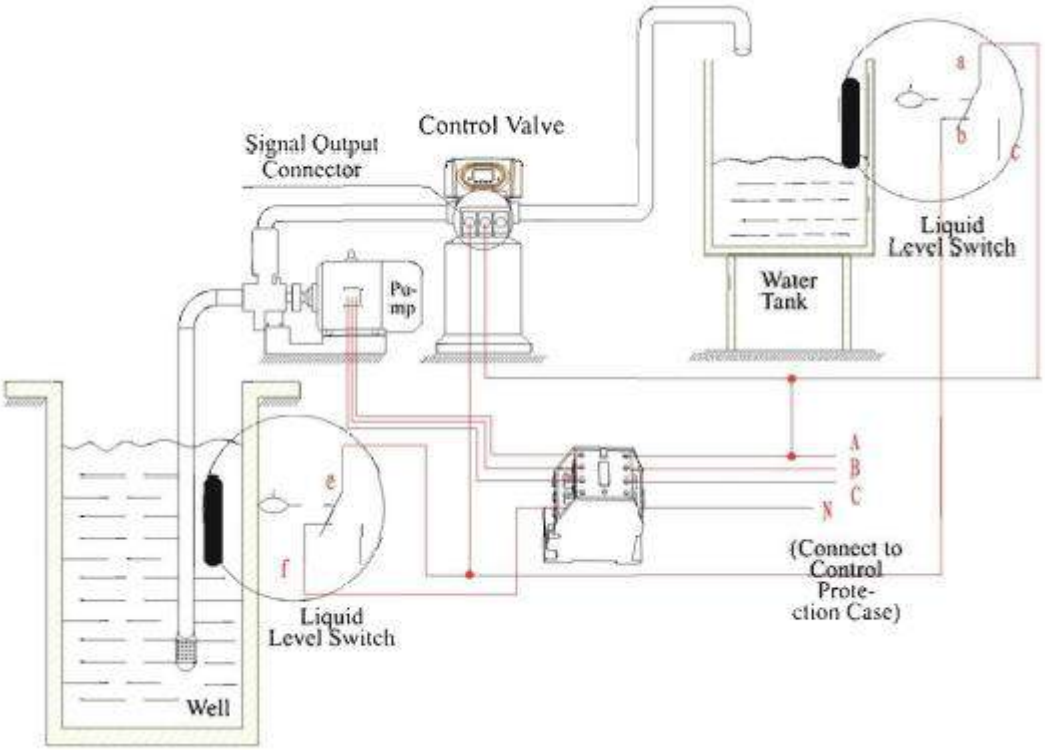

Рисунок 3-5 Схема электрических соединений переключателя по уровню жидкости в ёмкости для воды, контролирующего работу насоса на входе в систему
4. Переключатель уровня жидкости в баке для воды управляет трехфазным входным насосом 380В (режим b-01), рисунок 3-5: